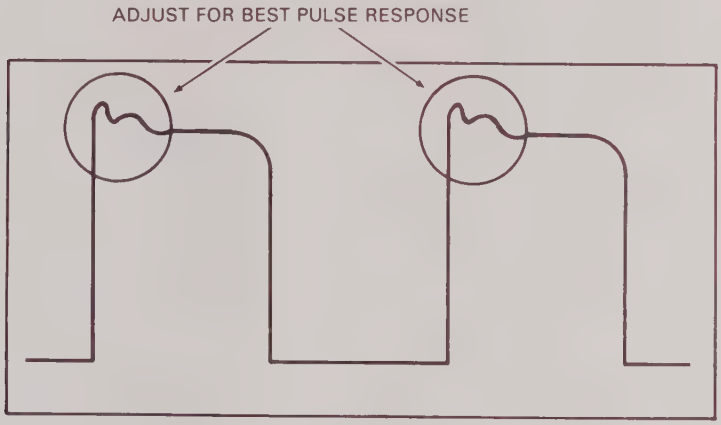

Figure 5-13. Y-amplifier Pulse Response Adjustment
e. Set LF ADJ No. 1 (A4R24) and LF ADJ No. 2 (A4C17) for flattest pulse response as indicated in figure 5-13.